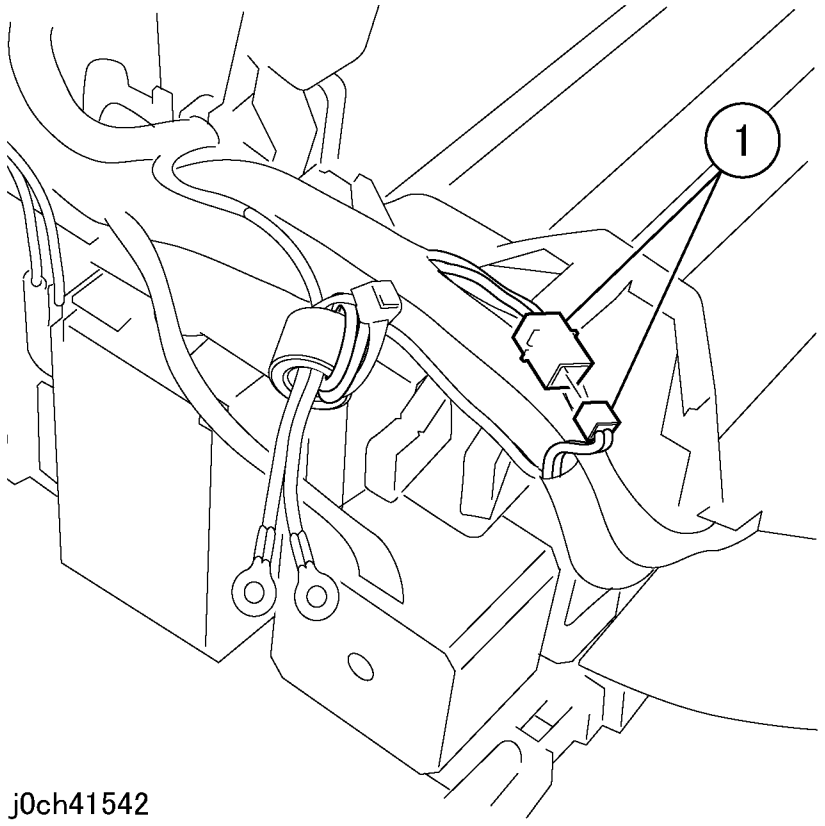

Рисунок 3 Отсоединение разъема (j0ch41542)
7. Отсоедините разъем (рисунок 3).